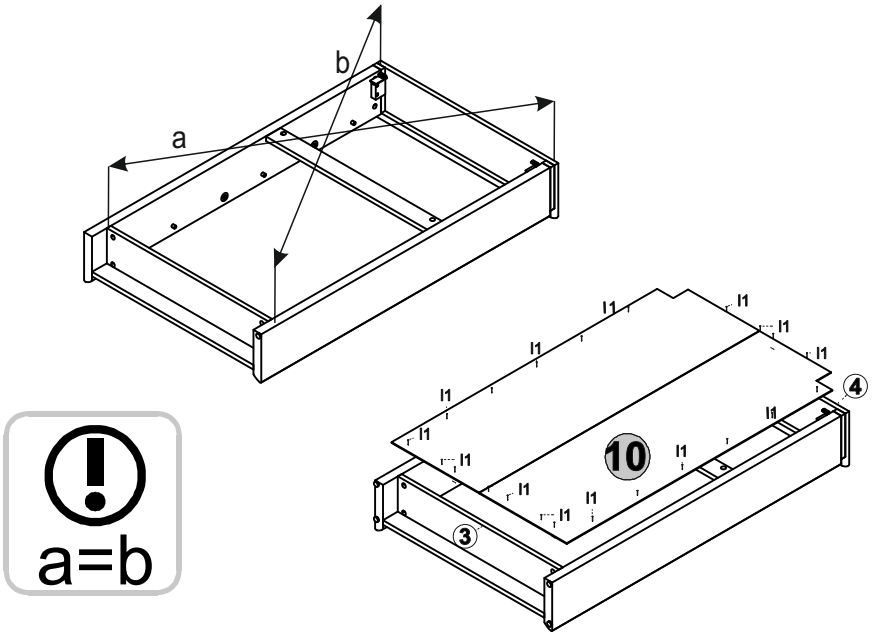

Рисунок 5
10. Положить корпус тумбы фасадными кромками вниз на ровную поверхность и выровнять его, измеряя рулеткой расстояние между противоположными углами по диагонали. Расстояния должны быть равными **(см. рис. 5).**